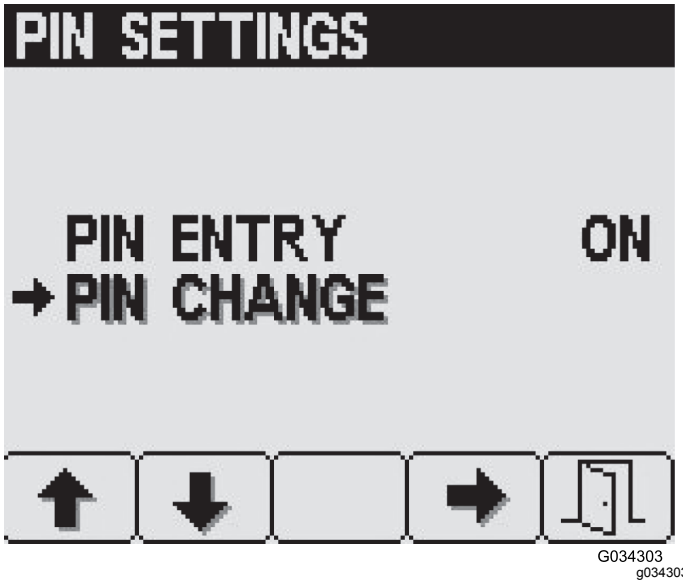

Figur 34
3. Trycka på knapp 2 på skärmen PIN-inställningar för att gå till Ändra PIN, och tryck sedan på knapp 4 för att välja Ändra PIN (Figur 34).